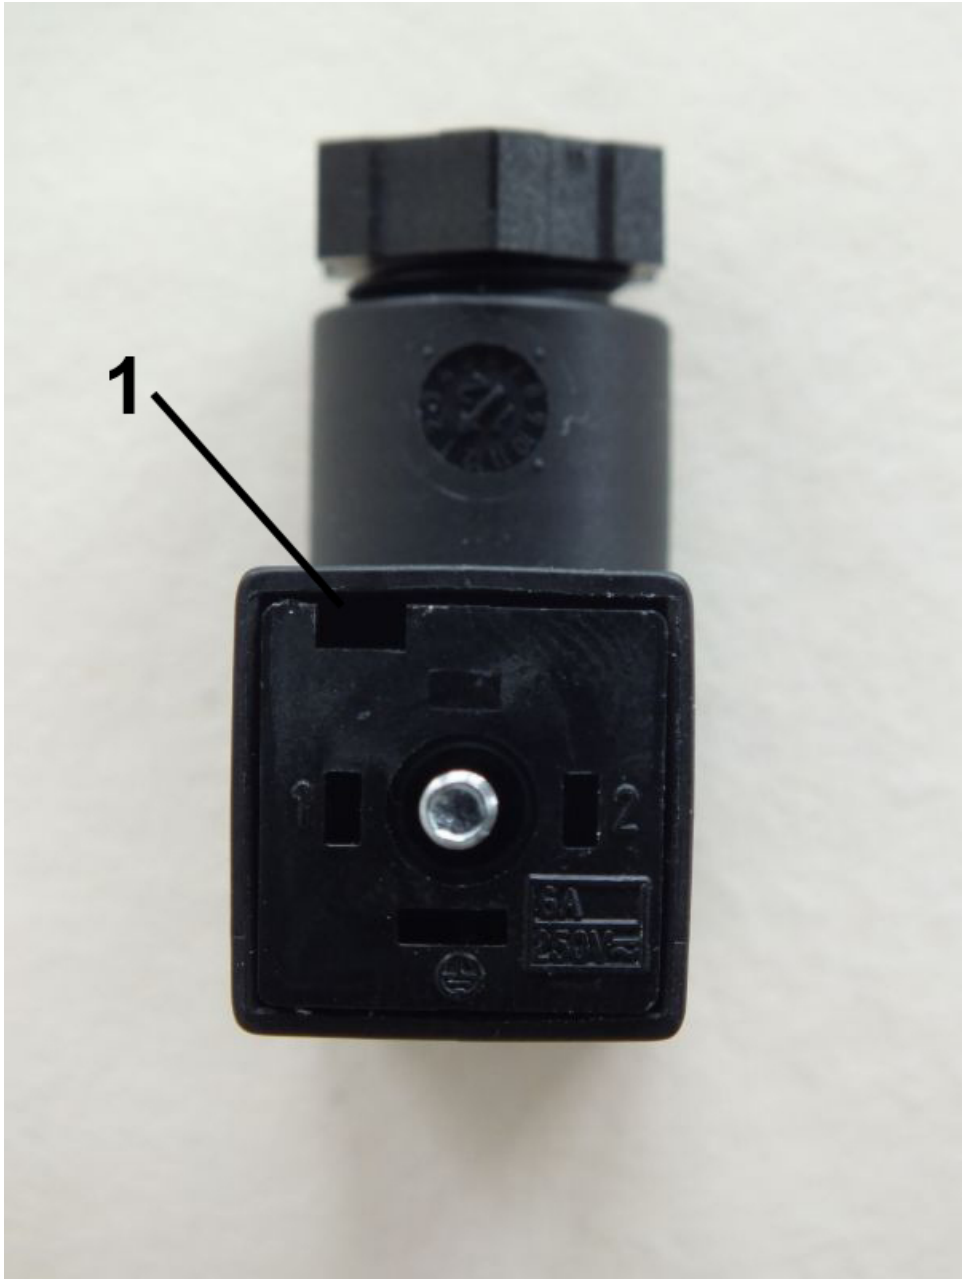

Fig. 24: Disconnect inner section
3. Remove the inner section from the socket by inserting a flat-bladed screwdriver into the slot (*Fig. 24*/1) and carefully pry out the inner section.
7. Place the inner section (*Fig. 24*) back into the socket and push until it locks on.